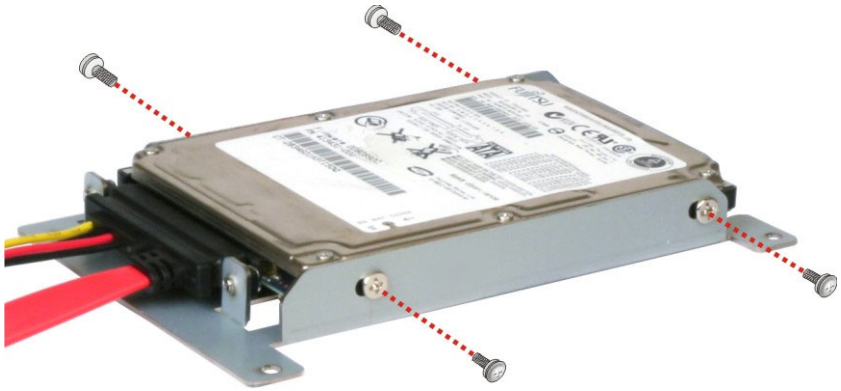

Figure 3-3: HDD Retention Screws
Step 4: **Secure the hard drive to the bracket**. Secure the hard drive to the bracket with four retention screws (**Figure 3-3**).